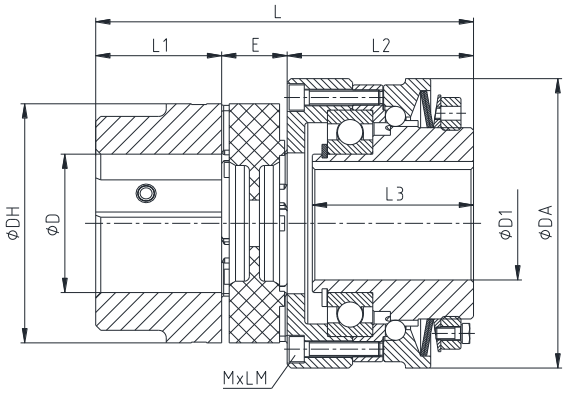

Bild 16: Einbau Überlastsystem mit Kupplung
- Verschieben Sie die Aggregate in axiale Richtung, bis das E-Maß erreicht ist (siehe Bild 16).